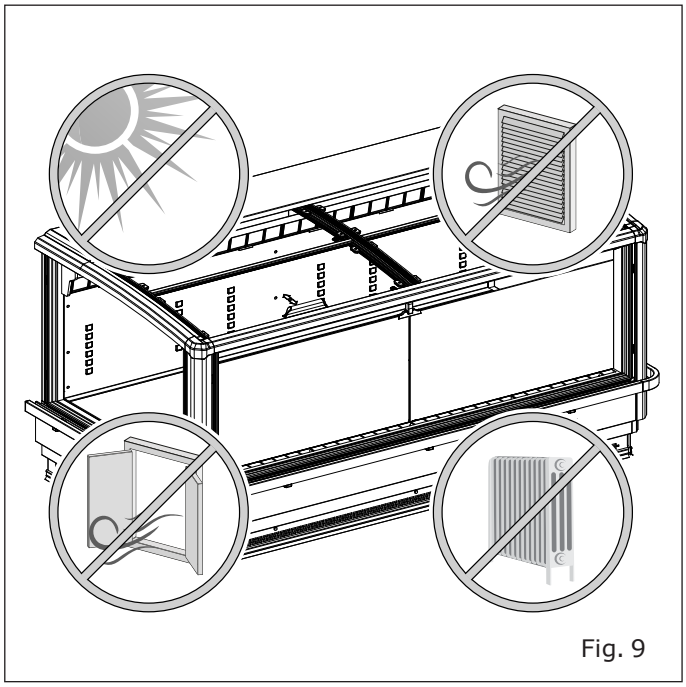

Fig. 9
- Far from heat sources, from the direct radiation of the sun, from doors, windows, fans and air vents ("Fig. 9").